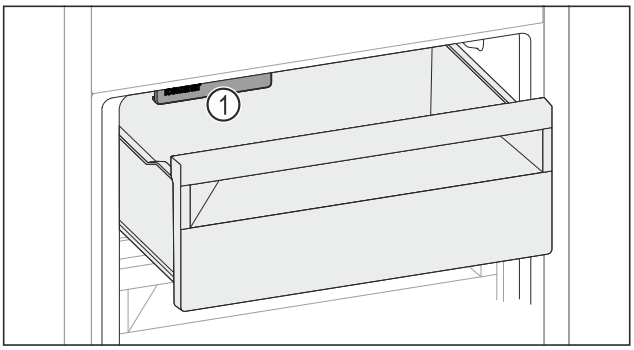

Fig. 205
▶ Luați în considerare IceMaker *Fig. 205 (1)*.